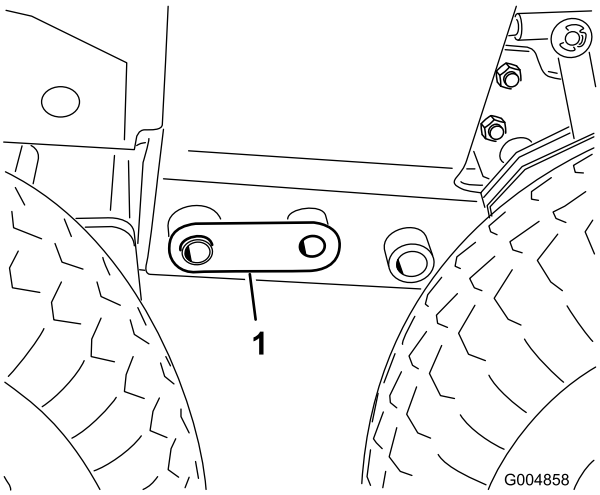

Figur 83
35. Fjern den forreste støttebuk, og sænk maskinens forende ned på dækkene, indtil koblingstifterne (Figur 83) er løse nok til at blive fjernet.